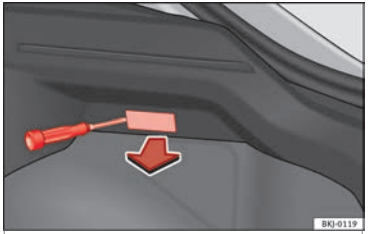

Fig. 122 Boot light.
– Extract the bulb by pressing on its inside edge using the flat side of a screwdriver ››› **Fig. 122**.